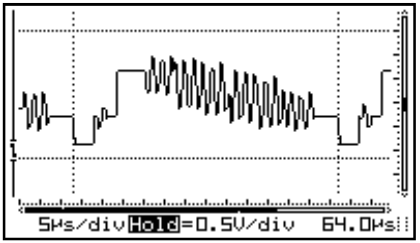

Fig 16
- **Markers**: Moveable markers in order to measure the signal **(Fig. 16).**
- **Markers:** Verschuifbare markers om metingen te verrichten op het signaal. **(Fig. 16)**
- **Repères**: Repères mobiles pour effectuer des mesures sur le signal (voir ci-dessous pour l'utilisation). **(Fig. 16)**
- **Markierungen**: Verschiebbare Markierungen für Messungen am Signal (für den Gebrauch siehe weiter unten). **(Abb. 16)**